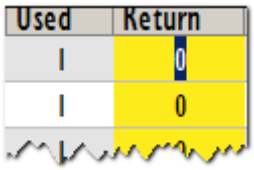

Fig 217
1. Click the “Returned quantity” cell (Fig 217) on the row corresponding to the resource that must be returned.
The quantity is highlighted inside the cell (Fig 217).